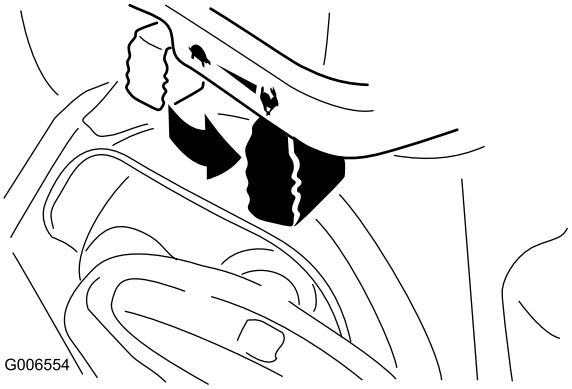

Figur 28
6. Sett gassen til Hurtig-stilling (Figur 28).